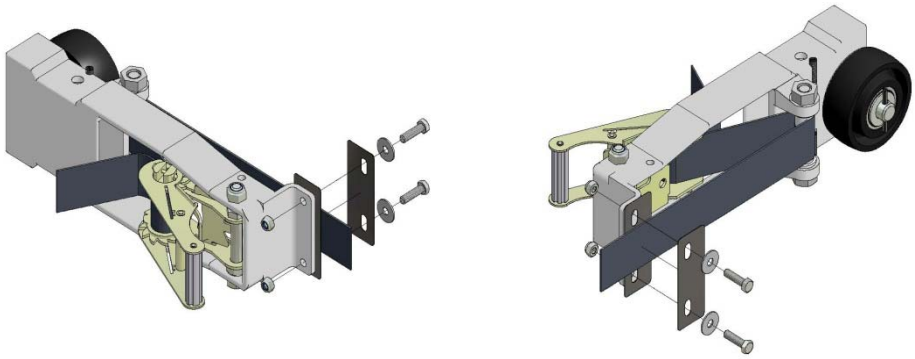

Abbildung 18
5.6 Schrauben Sie die Laufrollen mit den mitgelieferten M8 x 30 Schrauben wieder am Netz fest, wie in Abbildung 18 gezeigt (im Bild wurde der Deutlichkeit wegen der Stoff entfernt). Damit die Schraube durch das Paneel geführt werden kann, müssen Sie einen 15 mm bis 20 mm langen Schlitz in den Stoff schneiden. Beachten Sie, dass der Gewebegurt zwischen den beiden PVC-Pads liegen muss.